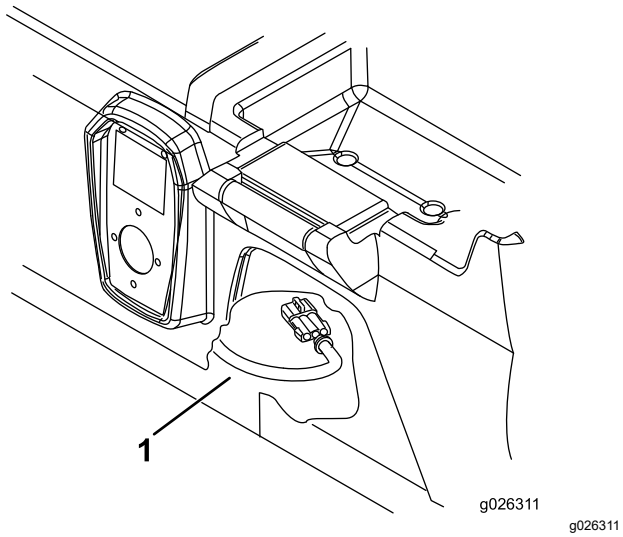

Bild 3
1. Fassen Sie unter das Sitzunterteil und schließen Sie den Ladekabelbaumanschluss ab (Bild 3).